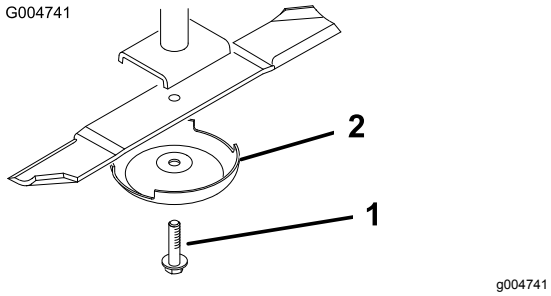

**Figur 109**
2. Tag fat i enden af kniven med en klud eller en tyk handske. Fjern knivbolten, antiskalperingsskålen og kniven fra spindelakslen (Figur 109).